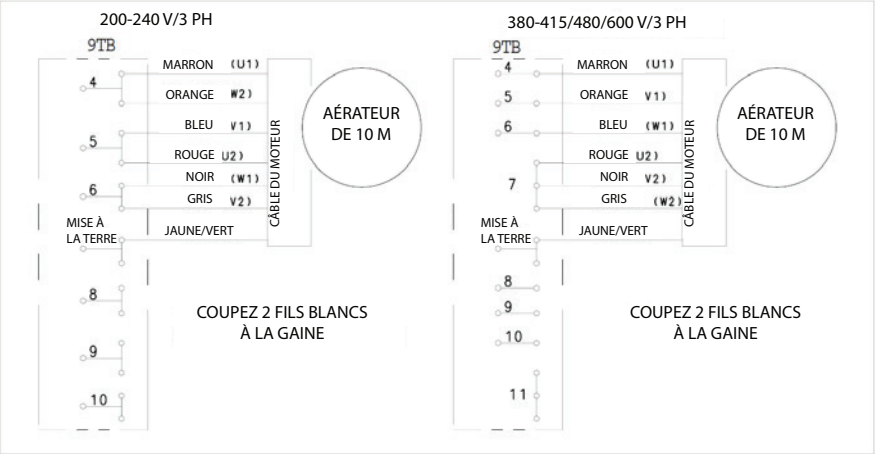

Fig. 27
6. Connectez les câbles du moteur de l'aérateur à la plaque à borne 9TB dans le poste de commande. Si les fils sont dénudés, coupez l'extrémité du fil pour retirer la partie dénudée avant d'effectuer la connexion. Assurez-vous que le moteur est câblé conformément à la tension de la machine (voir la plaque signalétique pour déterminer la tension de la machine) (Fig. 27).